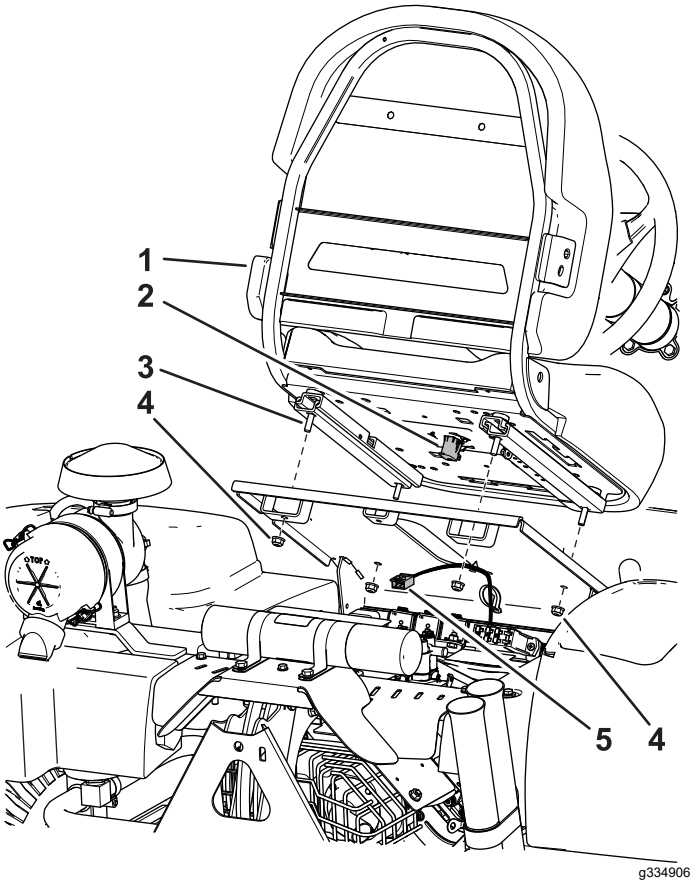

**Figur 4**
3. Fäst sätet på sätessockeln med de fyra muttrarna som du tog bort tidigare. Se Figur 4.
4. Leta reda på maskinkablaget och anslut det till sätesbrytaren (Figur 4).